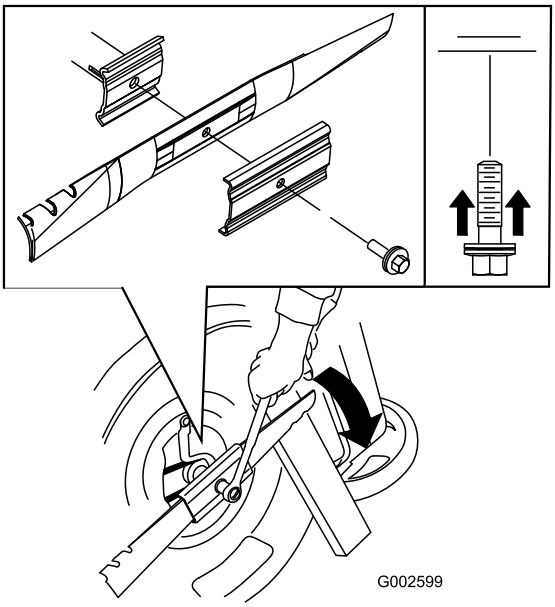

Figur 30
5. Montera den nya kniven (vrid knivbulten medsols) och alla monteringsdelar (Figur 30).